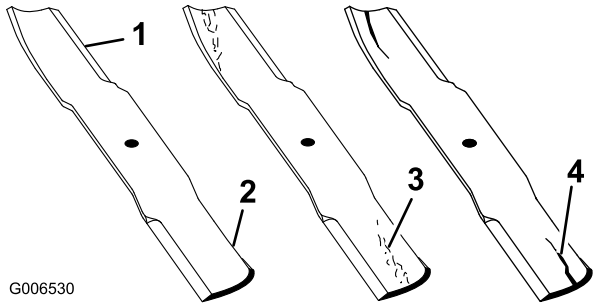

**Figur 78**
1. Inspiser knivkantene (Figur 78). Hvis kniven er sløv eller hvis det er hakk i den, må den tas av og knivene slipes. Se Slipe knivene.
2. Inspiser knivene, spesielt der de bøyer seg. Hvis du finner sprekker, slitasje eller ser at det begynner å dannes spor i denne delen av kniven, må den skiftes ut øyeblikkelig (Figur 78).